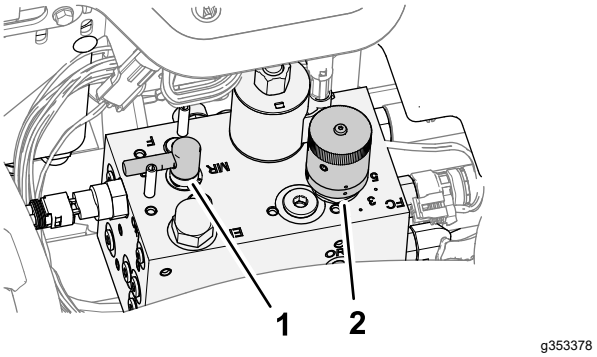

Figur 95
3. Flyt baglapningsgrebet til positionen F (klipning) (Figur 95).